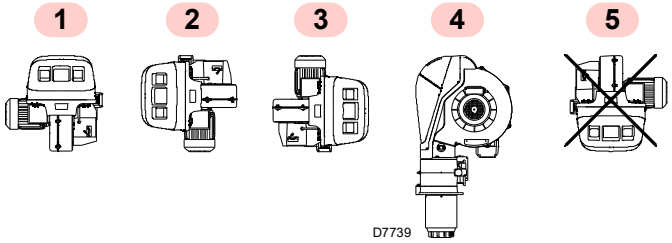

Abb. 11
- ➤ Der Brenner kann ausschließlich in den Stellungen **1, 2, 3** und **4** Abb. 11 betrieben werden.